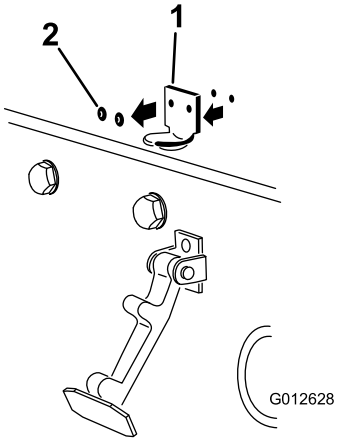

Rysunek 7
2. Usuń nity (2) mocujące uchwyt zatrzasku do maski (Rysunek 7). Zdemontuj uchwyt zatrzasku z maski.